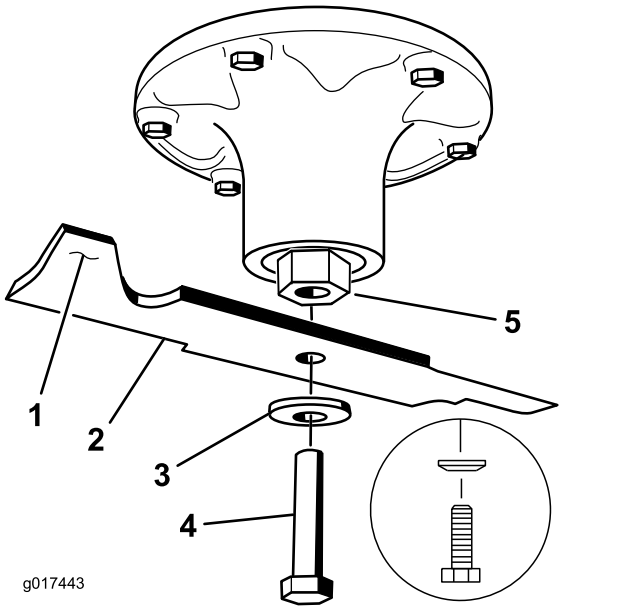

Bild 78
2. Entfernen Sie die Messerschraube, Wellenscheibe und das Messer von der Spindelwelle (Bild 78).
1. Setzen Sie das Messer auf die Spindelwelle (Bild 78).
2. Setzen Sie die Wellenscheibe und die Messerschraube ein (Bild 78).